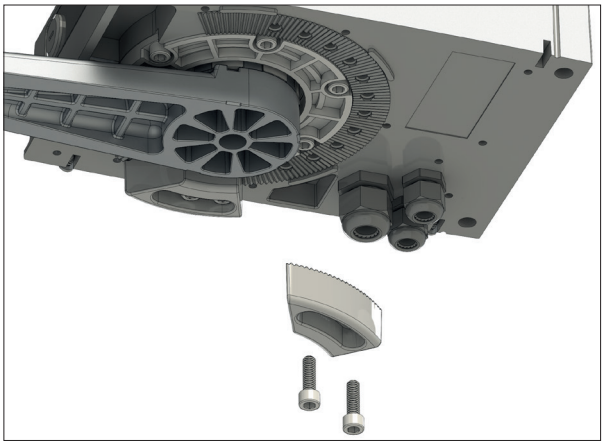

Рис. 14
- Убедитесь в правильности зубчатого зацепления (рис. 14).